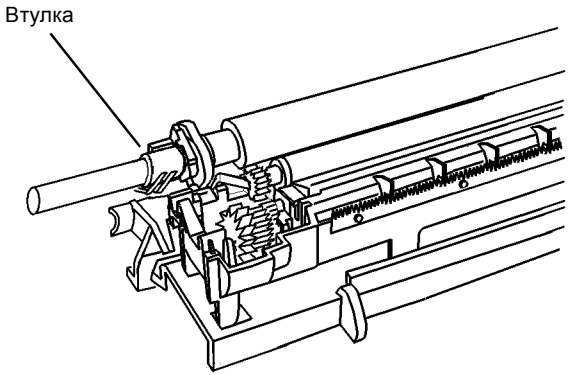

Рисунок 2 Снятие втулки
6. Снимите втулку (Рисунок 2).